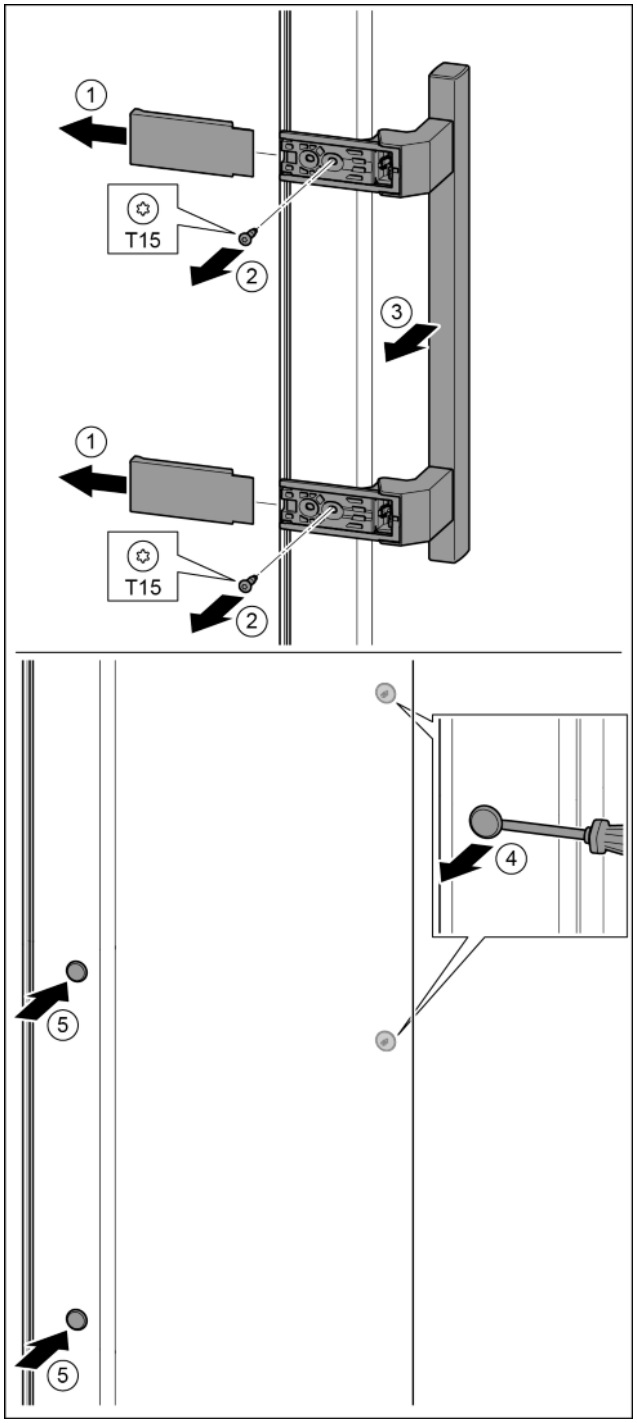

*Fig. 31*
- ▶ Remove the cover. *Fig. 31 (1)*
- ▶ Remove the screws with the T15 screwdriver. *Fig. 31 (2)*
- ▶ Remove the handle. *Fig. 31 (3)*
- ▶ Carefully lift up the plugs and remove them with a slotted screwdriver. *Fig. 31 (4)*
- ▶ Insert the plugs again on the other side. *Fig. 31 (5)*